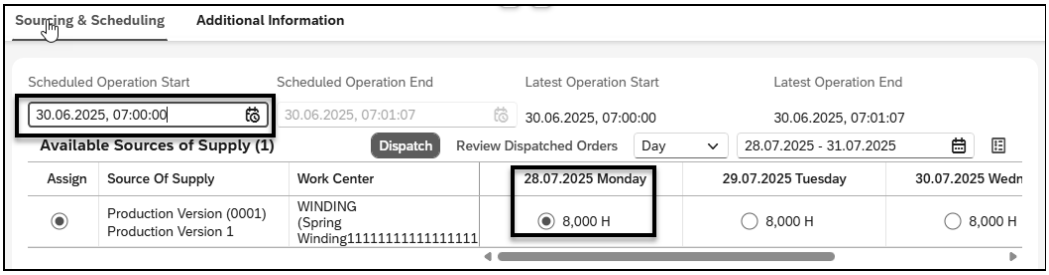

Figure 7.14 Editing Operation Details
- Edit operation details in the **Available Sources of Supply** table (see Figure 7.14).
In our example shown in Figure 7.14, you can select the **Scheduled Operation Start** date in order to get the related sourcing and scheduling date shown, which you can dispatch accordingly by clicking the **Dispatch** button.